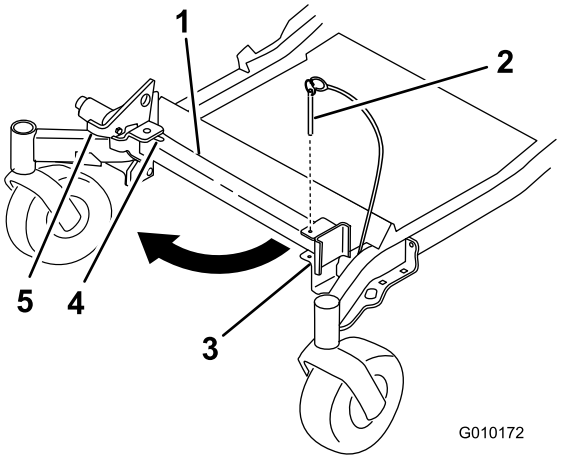
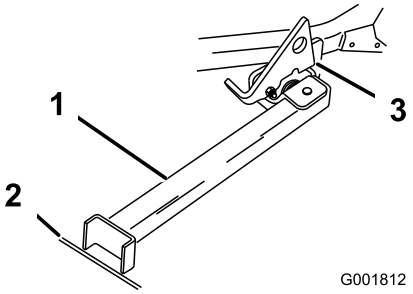

**Figuur 40**
**Figuur 41**
2. Verwijder de pen van de beugel (Figuur 40).
3. Zet de vergrendeling omhoog. Draai het voetstuk van de Z Stand aan de voorkant naar buiten en schuif de Z Stand in de richting van de machine in de onderkant van de sleuf (Figuur 40 en Figuur 41).
4. Plaats het voetstuk op de grond en laat de vergrendeling op de draailip rusten (Figuur 41).
**Opmerking:** Om de beste resultaten te verkrijgen, moet u het voetstuk in spleten in een voetpad of een gazon plaatsen (Figuur 41).
6. Rij de machine de Z Stand op. Stop de machine als de vergrendeling boven de lip in de vergrendelde stand valt (Figuur 41). Als de machine op de Z Stand staat, stelt u de parkeerrem in werking en zet u de motor af.
5. Zet de Z Stand terug in de ruststand (Figuur 40).